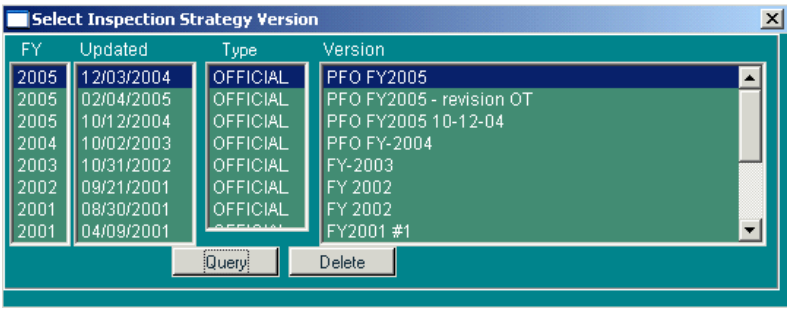

Figure 4-52: Select Inspection Strategy Version Window
3. **Version**: Click in the box to the right of the **Version** label. Enter the name if creating a new matrix. (If there is already a name there, double-click it and enter a new one). To query an existing matrix, click the picklist button to the right of **Version**. This launches the *Select Inspection Strategy Version* window (Figure 4-52). Select a version, click **Query** to fill the *IEP.54* data fields, and click **Exit** to return to *IEP.54*. The **Delete** function is the responsibility of the USP. To delete a working version, talk with the USP.